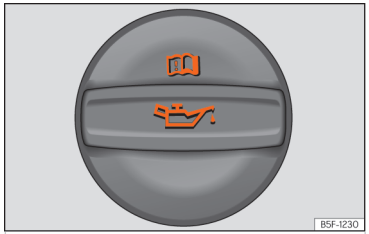

**Fig. 230** Oil filler cap cover in the engine compartment.
- Locate the engine oil filler cap. It can be recognized by the symbol on the cover ››› Fig. 230.
- Unscrew cap from the oil filler mouth ››› Fig. 230.